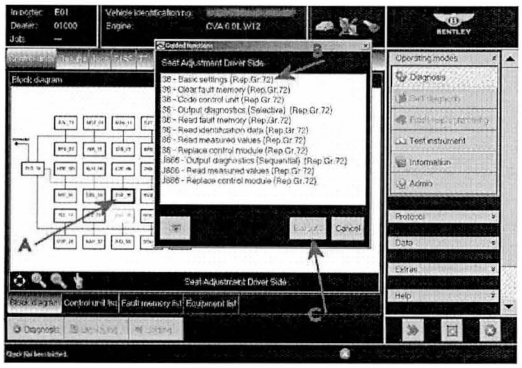

Figure 6
- Referring to Figure 6 (point A), select SVF- 36 Seat Adjustment Driver Side